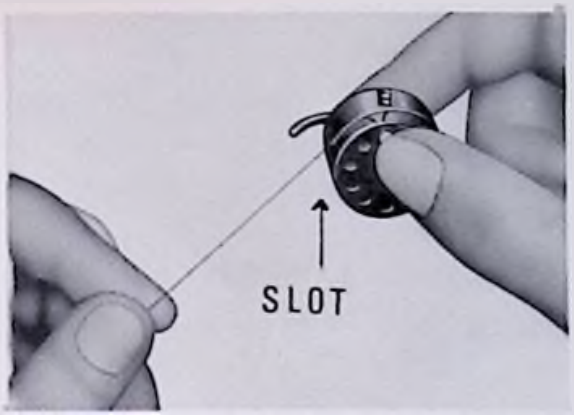
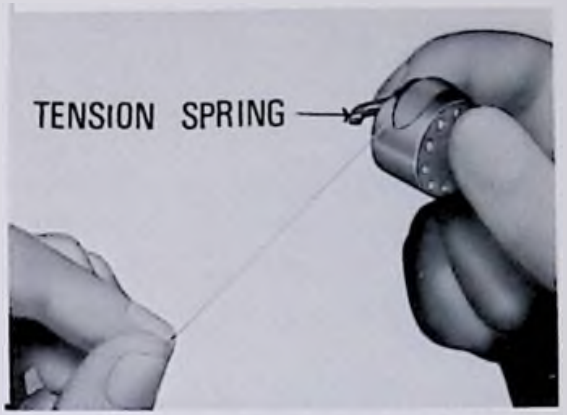

Fig. 9
Fig. 10
Step 2. Insert bobbin into bobbin case, pull the thread into the slot of the bobbin case as shown in Fig. 9, and draw it under tension spring and into the fork-shaped opening of the spring as shown in Fig. 10.